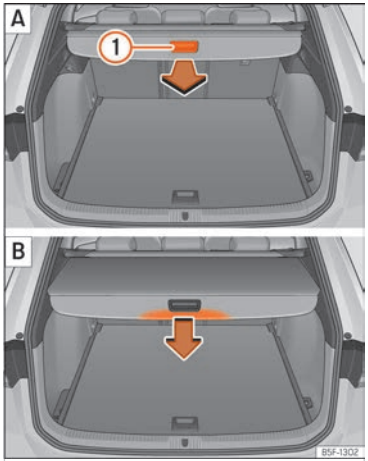

Fig. 179 Al maleter: desenrotllar i enrotllar la safata.
- Estireu uniformement de la safata pel agafador ››› **fig. 179** (1) cap enrere i traieu-la fins al límit fins que encaixi de forma audible.
- Premeu sobre l'agafador de la safata en el sentit de la fletxa fins que quedi desbloquejada ››› **fig. 179** [B].